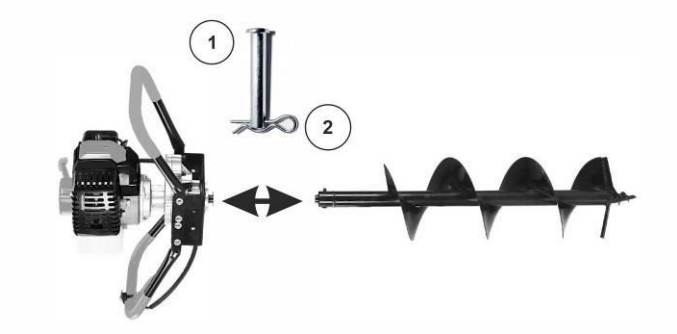

Рис. 3. Установка шнека на мотобур.
2. Установите на выходной вал редуктора мотобура шнек (в комплект не входит, приобретается отдельно). Совместите отверстия на шнеке и валу редуктора. Соедините шнек с валом (рис. 3) с помощью стопорного «пальца» (1) и шплинта (2).